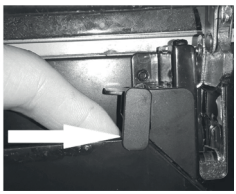

Rys. 4
7. Po umieszczeniu szkieł naciśnij „dźwignie“ po obu stronach, jak pokazano na Rys. 4.